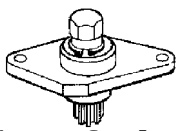

Fig. 1: View of Flywheel Turning tool (49FA 42 065)
3) Turn the Flywheel Turning Tool counterclockwise (as shown in Fig. 1 until the force is reduced considerably).